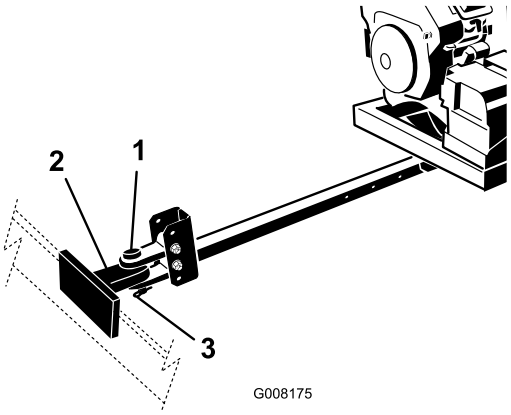

Figur 5
4. Koppla ihop lövblåsens dragkroksklyka och bogserfordonets dragkrok med hakbulten och klykan (Figur 5).